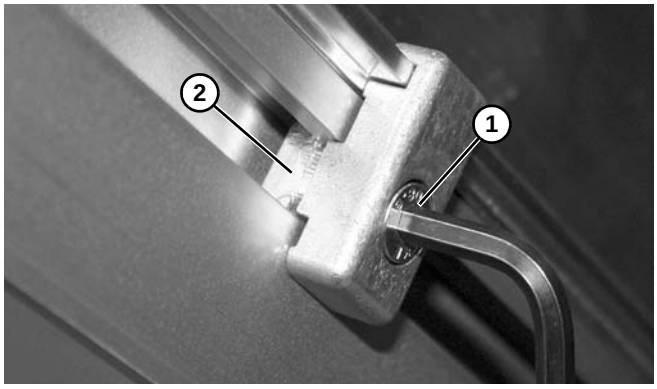

Figure 34
2. Serrer la vis **(Figure 34, élément 1)** en s'assurant que la barrette en T **(Figure 34, élément 2)** tourne et s'engage dans l'encoche en T.